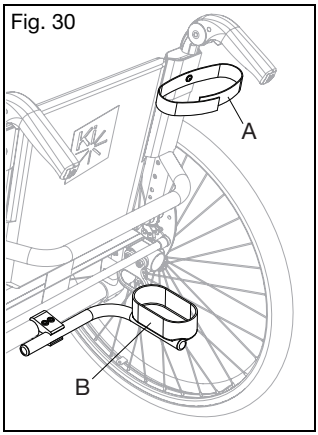

Fig. 30
1. Place narrow end of cane or crutch in the bottom receiving cup (Fig. 30:B).
2. Use the hook and loop fastener (Fig. 30:A) to secure the cane or crutch to the upper back cane. Confirm the canes or crutches will stay securely in place, both vertically and horizontally, when the wheelchair is in motion.